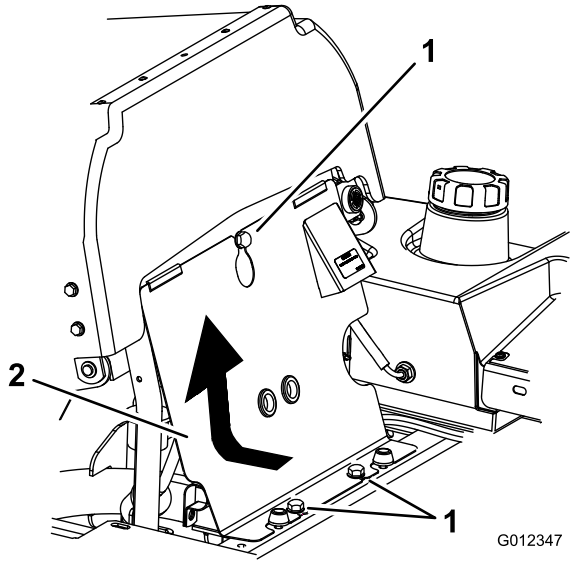

Figur 40
1. Tippa sätet framåt, lossa bultarna som håller den främre motorkåpan på plats och ta bort kåpan (Figur 40).